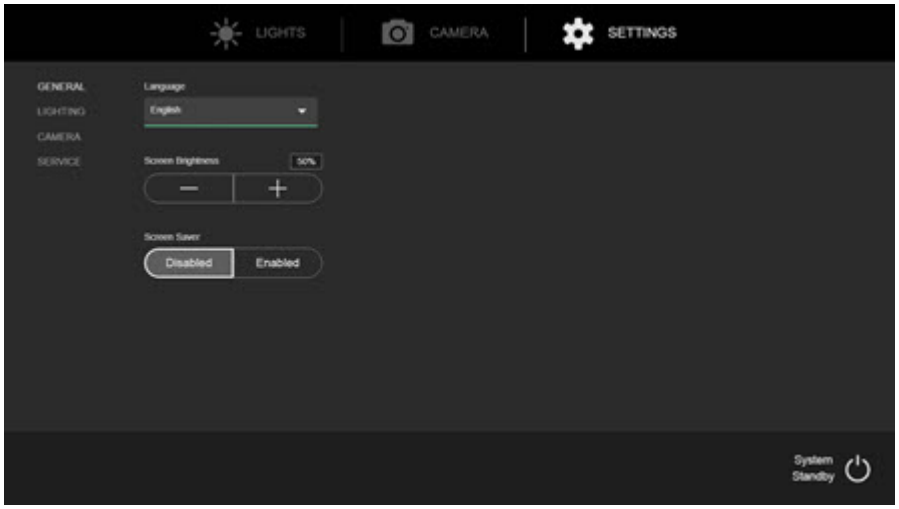

Figure 6-39. Luminosité de l’écran
1. Appuyez sur la touche Settings (Paramètres) de l'IWC. Voir *Figure 6-39*.